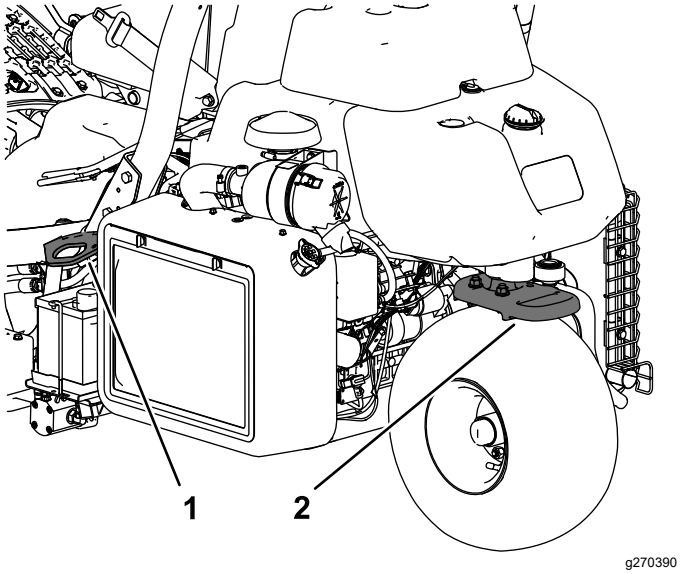

Figura 26
- Amarre la máquina firmemente con correas, cadenas, cables o cuerdas. Tanto la correa delantera como la trasera deben orientarse hacia abajo y hacia fuera respecto a la máquina (Figura 26).